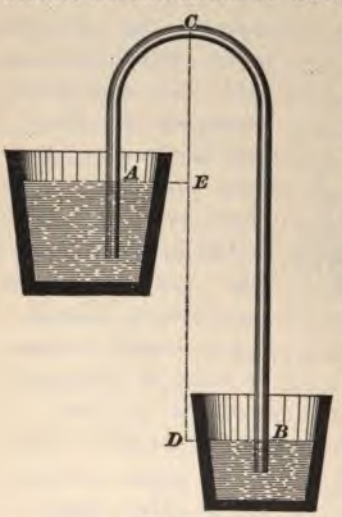

FIG. 22.
63. Theory of the Siphon.—The action of the **siphon** illustrates the effect of atmospheric pressure. It is simply a bent tube having unequal branches, open at both ends, and is used to convey a liquid from a higher point to a lower over an intermediate point that is higher than either. In Fig. 22, *A* and *B* are two vessels, *B* being lower than *A*, and *A C B* is the bent tube, or siphon. Suppose this tube to be filled with water and placed in the vessels as shown, with the short branch *A C* in the vessel *A*. The water will flow from the vessel *A* into the vessel *B* as long as the level of the water in *B* is below the level of the water in *A* and the level of the water in *A* is above the lower end of the tube *A C*. The atmospheric pressure on the surfaces of *A* and *B* tends to force the water up the tubes *A C* and *B C*. When the siphon is filled with water, each of these pressures is counteracted in part by the pressure of the water in that branch of the siphon that is immersed in the water on which the pressure is exerted. The atmospheric pressure opposed to the weight of the longer column of water will, therefore, be resisted more strongly than that opposed to the weight of the shorter column; consequently, the pressure exerted on the shorter column will be greater than that on the longer column, and this excess of pressure will produce motion.